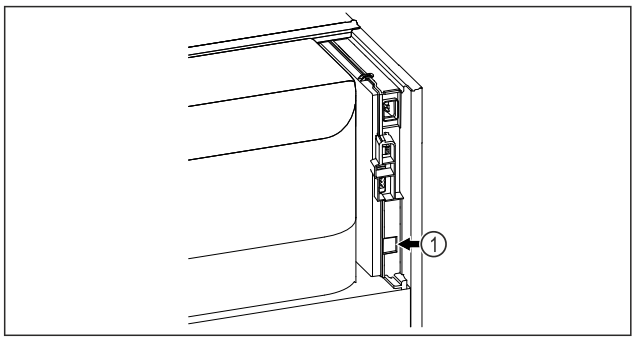

*Fig. 99*
- ❑ SmartModule *Fig. 99 (1)* este instalat.